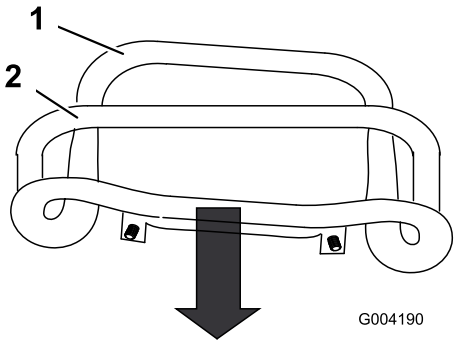

Figuur 49
3. Trek de tractiebediening recht naar achteren zodat de voorzijde ervan contact maakt met de referentiebalk (Figuur 49).